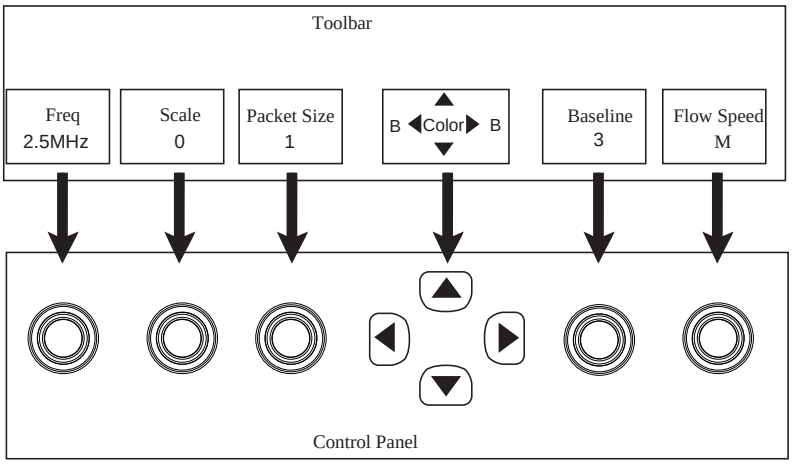

Figure 6-4 Parameters Adjustment in the Color Mode
- Or, select the Color mode parameter in the toolbar at the bottom of the screen, as shown in Figure 6-4. This method is taken as example in this section to introduce the steps of optimizing the color mode image. The main steps are as follows.